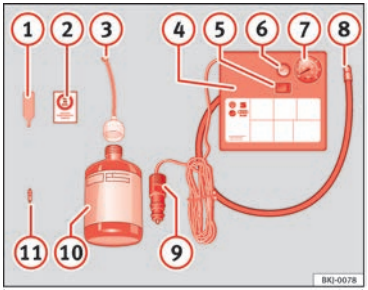

Fig. 61 Standard representation: contents of the anti-puncture kit.
- Unscrew the tyre valve cap and insert. Use the ››› **Fig. 61** (1) tool to remove the insert. Place it on a clean surface.
- Shake the tyre sealant bottle vigorously ››› **Fig. 61** (10).
- Screw the inflator tube ››› **Fig. 61** (3) into the sealant bottle. The bottle's seal will break automatically.
- Remove the lid from the filling tube ››› **Fig. 61** (3) and screw the open end of the tube into the tyre valve.
- Place the insert back into the tyre valve using the tool ››› **Fig. 61** (1).
- Screw the compressor tyre inflator tube ››› **Fig. 61** (8) into the tyre valve.
- Check that the air bleed screw is closed ››› **Fig. 61** (6).
- Insert the connector ››› **Fig. 61** (9) into the vehicle's 12-volt socket ››› **page 140**.
- Turn the air compressor on with the ON/OFF switch ››› **Fig. 61** (5).